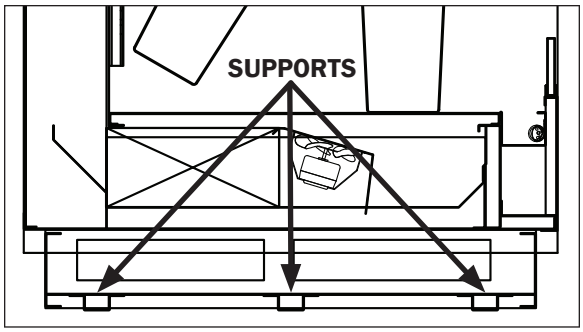

Fig. 1 Horizontal supports (NFO-R)
7. Locate horizontal support positions along the chalk line (Fig. 1 & 2). Spot properly leveled shim packs at each support location.